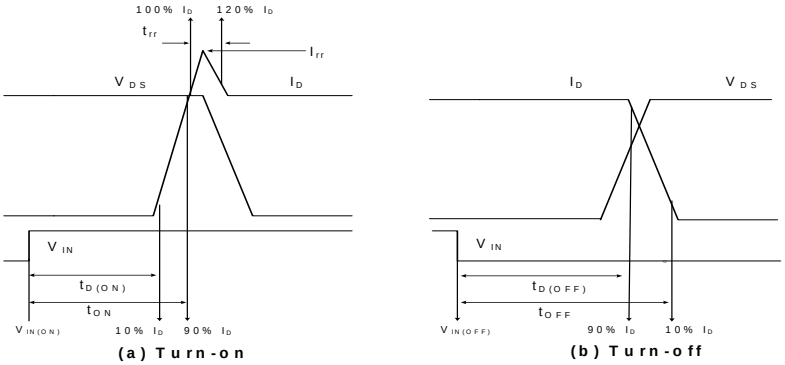
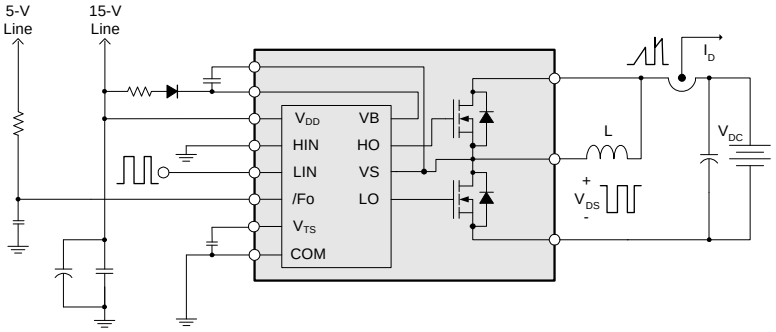

Figure 3. Switching Time Definition
Figure 4. Switching Test Circuit (Low-side)
2. t_{ON} and t_{OFF} include the propagation delay of the internal drive IC. Listed values are measured at the laboratory test condition, and they can be different according to the field applications due to the effect of different printed circuit boards and wirings. Please see Figure 3 for the switching time definition with the switching test circuit of Figure 4.